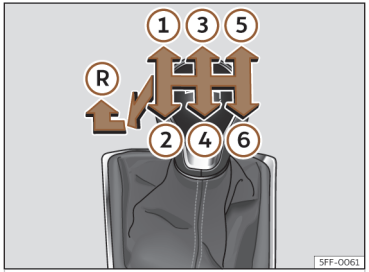

Abb. 115 Schaltschema eines 6-Gang-Schaltgetriebes.
Auf dem Schalthebel sind die Positionen der einzelnen Fahrgänge dargestellt ››› **(Abb. 115)**.
- Schalthebel in die Neutralstellung bringen und nach unten drücken. Schalthebel ganz nach links und dann nach vorn in die Rückwärtsgangposition schieben ››› **(Abb. 115)** Ⓡ.